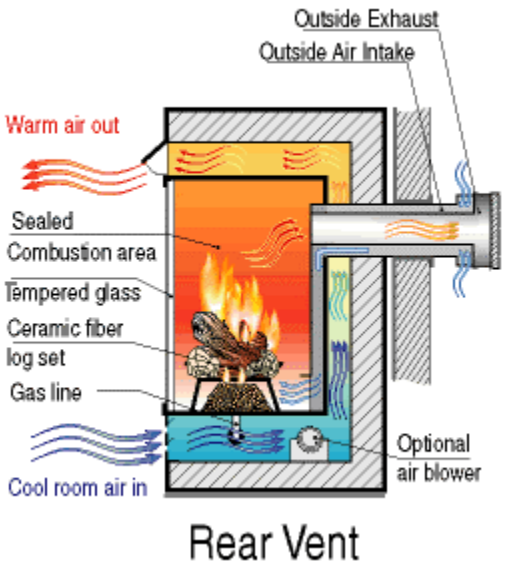

Figure 15 *Direct vent coaxial rear exit, horizontal or vertical termination. (adapted from Chew/Fireside Group Inc., 2017). Used with permission.*
- Direct vent coaxial rear exit, horizontal or vertical termination (Figure 15)
Firepits are used as a focal point for outdoor entertaining. They are a decorative appliance that provides heat to the surrounding area. Typically, a firepit consists of concrete blocks placed on a base assembly (Figure 15). The burner is located at the bottom of the pit, and a grate assembly, covered with lava rock, is placed above the burner.